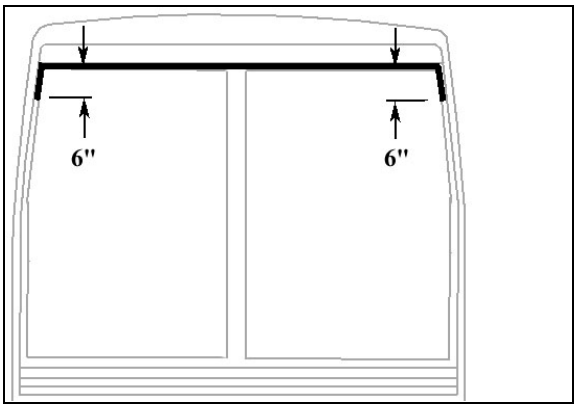

FIGURE 89: APPLICATION 0F SIKA 221 BLACK
- Apply Sika 221 black (Figure 89) between fiberglass and rubber extrusion